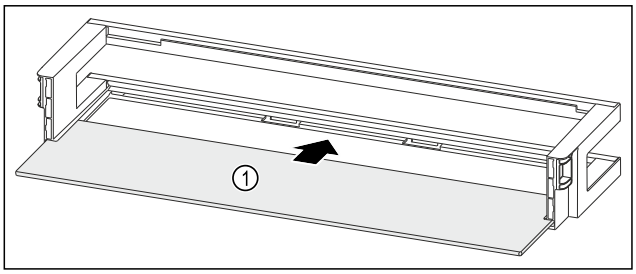

Fig. 66 Durvju plaukts ar plauktu
▶ Iebīdiet plauktu *Fig. 66 (1)* sānu padziļinājumos.